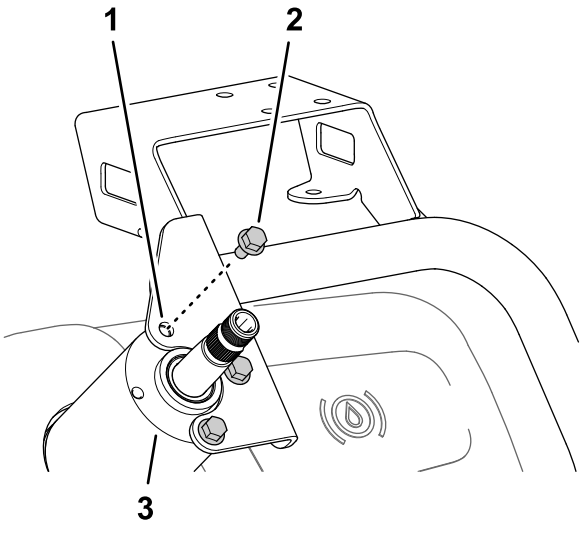

Figur 161
2. Monter monitorens monteringsbeslag på styreventilhuset (Figur 161) med de 3 flangehovedbolte (6 x 12 mm).